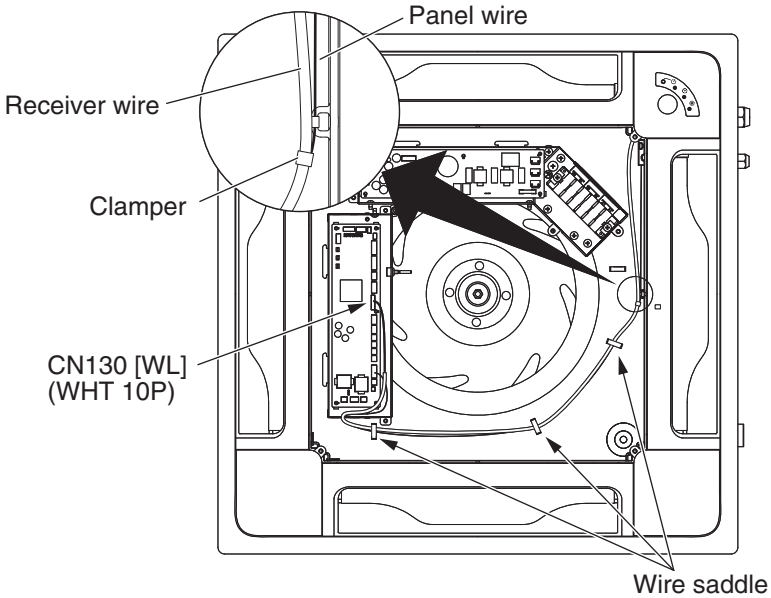

Fig. 3-35
4. Fit the panel to the indoor unit and connect the wire from the receiver to the connector (CN130/WL/WHT/10P) on the indoor control board. (Fig. 3-35)
6. Clamp the receiver wire and panel wire together with the supplied clamper. (Fig. 3-35)
7. Insert the receiver wire and panel wire into the wire saddles. (Fig. 3-35)